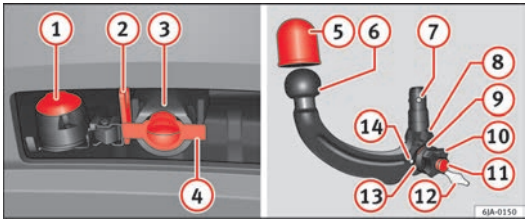

Fig. 114 Towing bracket device support for hitching/ball-headed bar
Key to ⇒ Fig. 114
– Remove the cap from the clamp-type bulb holder (4) ⇒ Fig. 114 by pulling downwards.
– Place the cover over the clamping bush (4) ⇒ Fig. 114.